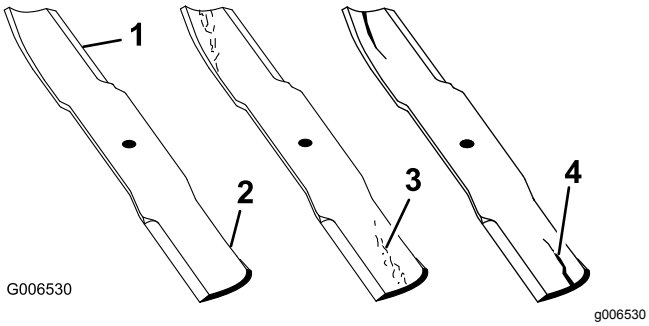

Figur 132
2. Undersøk kniveggene nøye, særlig der de flate og bøyde delene av kniven møtes som vist i (Figur 132).
Merk: Siden sand og slipende materialer kan slite bort metallet som forbinder den flate og den kurvede delen av kniven, kontroller kniven før du bruker gressklipperen. Skift ut kniven hvis du oppdager slitasje (Figur 132).